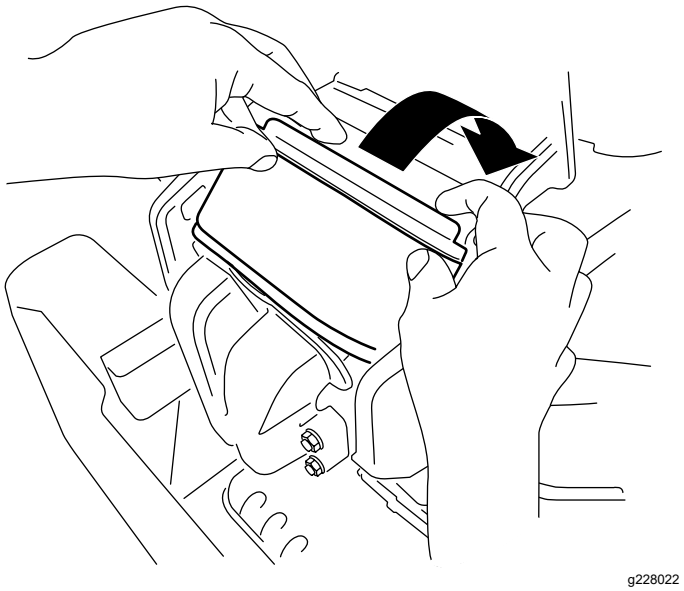

**Figure 38**
3. Rotate the filter down into the chamber and fully seat it against the manifold (Figure 38).